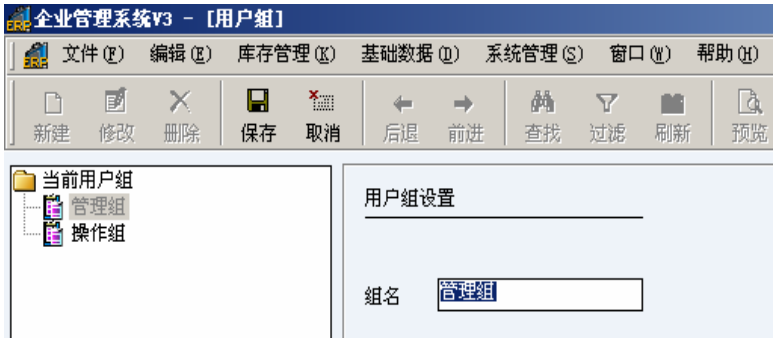

图 2-2-01-01 建立用户组
(1) **建立用户组**。在系统主界面，选择 ［系统管理］→［用户管理］→［用户组］，如图所示，在“用户组”中输入“管理组”，点击保存，重复操作，依次建立案例列表中的其他用户组，如图 2-2-01